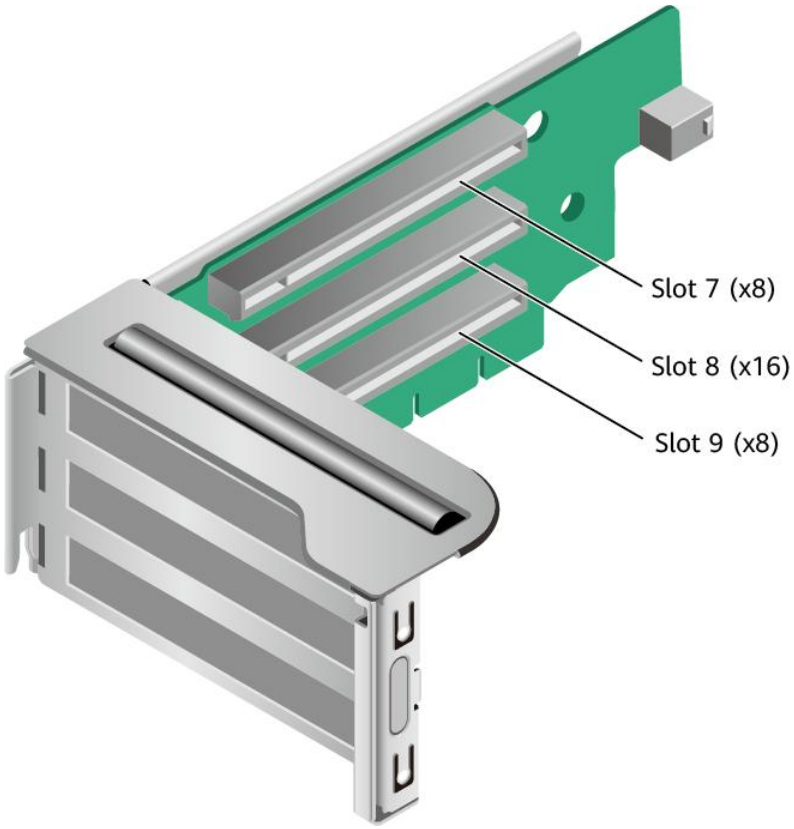

图 4-12 Riser 卡 2（2x8+1x16）
- IO 模组 3 支持的 Riser 卡如图 4-12 所示，PCIe 槽位为 Slot 7~Slot 9。